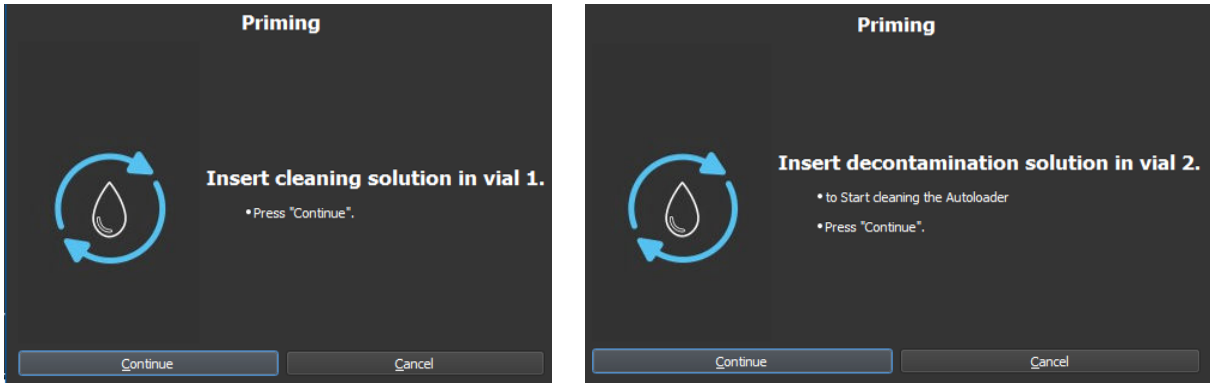

Figure 4. Preparations for priming the autoloader
8. Priming now starts. After approximately 3 min, the cover opens and the tray moves out. If you have not already done so, fill the two vials with Cleaning Solution and Decontamination Solution (see Figure 4).